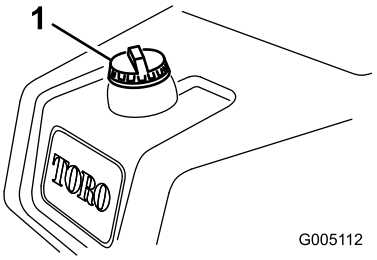

Figur 23
1. Rengør området omkring brændstofdækslet og afmonter det (Figur 23).